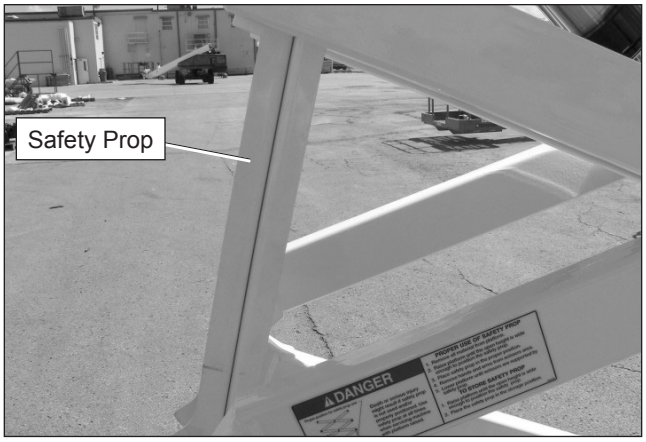

Figure 8.4 – Safety Prop in Support Position
3. Rotate the safety prop downward from the storage position to the support position (refer to Figure 8.4).